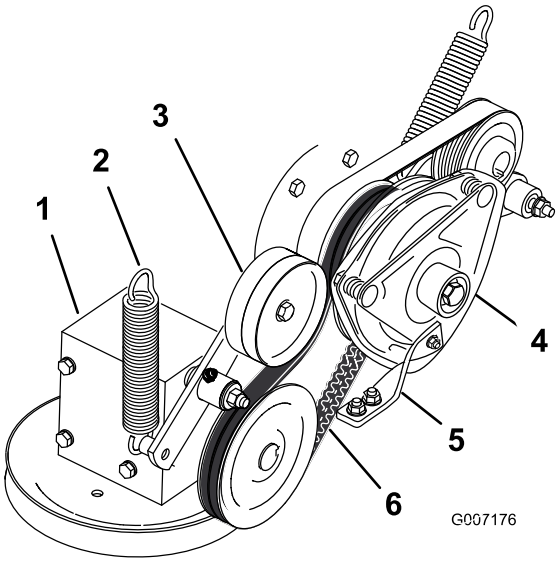

**Figur 73**
4. Demontera fjädern på remskivearmen (Figur 73).
7. Montera den nya kraftuttagsdrivremmen runt kopplingsskivan och växellådsskivan (Figur 73).
9. Montera fjädern på remskivearmen (Figur 73).